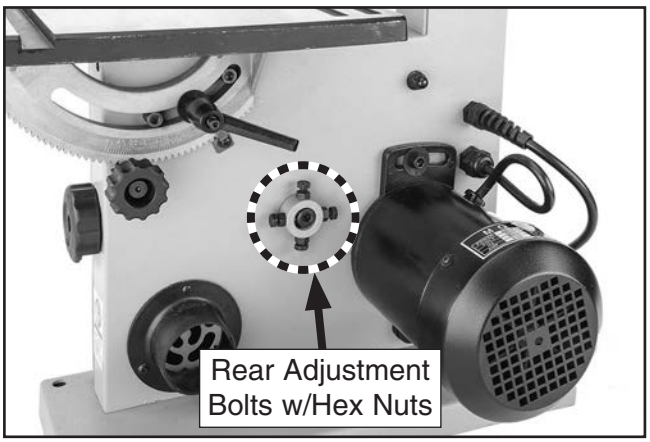

Figure 56. Location of rear lateral adjustment components.
There are four adjustment bolts with hex nuts in the lower wheel bracket, shown in **Figure 56**, that adjust the wheel tilt from side-to-side and up-and-down.
5. Using 10mm wrench, loosen hex nuts on rear left and right adjustment bolts (see **Figure 56 on Page 45**.